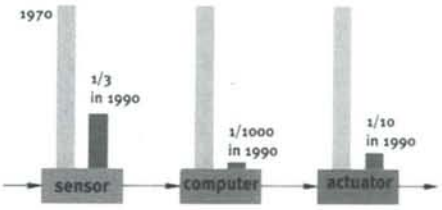

Figuur 1. Prijs/prestatieverhouding van de drie bestanden van het automatiseringsproces.
- actuatoren, die ervoor zorgen dat de instellingen in het proces daadwerkelijk worden gewijzigd; zie ook figuur 1.